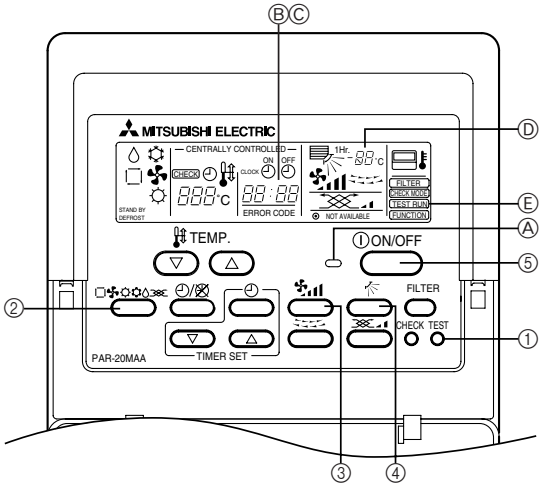

Fig. 7-1
7. Выполнение испытания (Fig. 7-1)